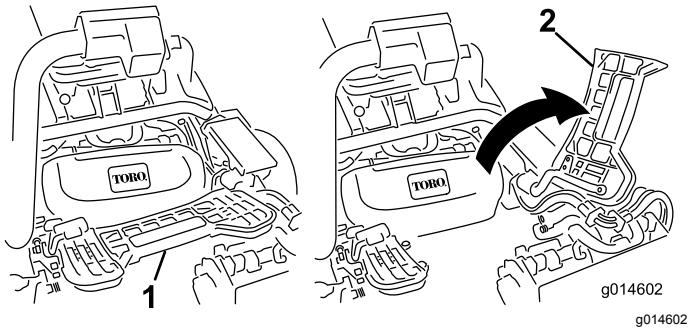

Figur 50
2. Løft opp fothvileren og drei den åpen, slik at man kan komme til midtstillingen til klippeenheten (Figur 50).